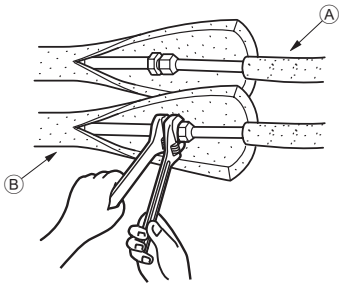

Fig. 4-3
4.3. Rohrleitungen für Kältemittel (Fig. 4-3)